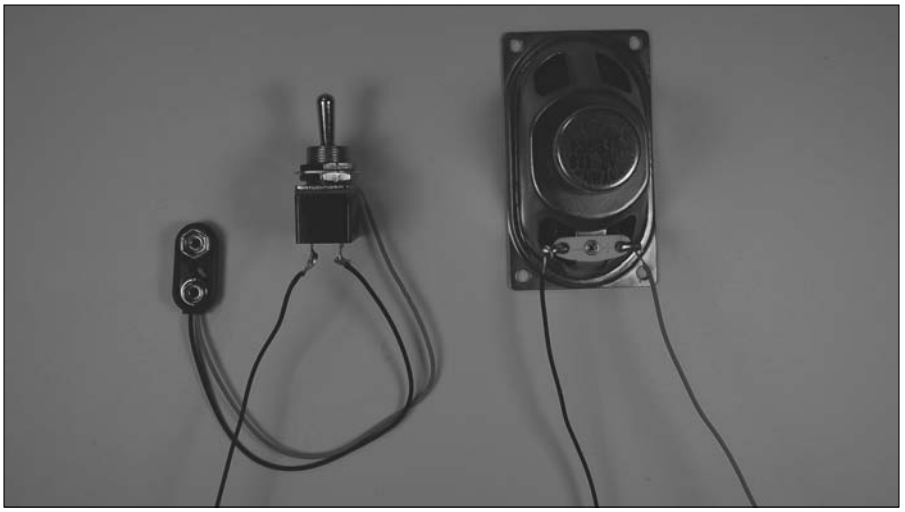

Figure 9-23: Wires soldered to speaker and on/off switch.
6. **Connect 6" wires (any color will work just fine) to the speaker and solder them, as shown in Figure 9-23.**
7. **Connect the black wire from the battery pack snap and another 6" black wire to the on/off switch and solder them together, as shown in Figure 9-23.**